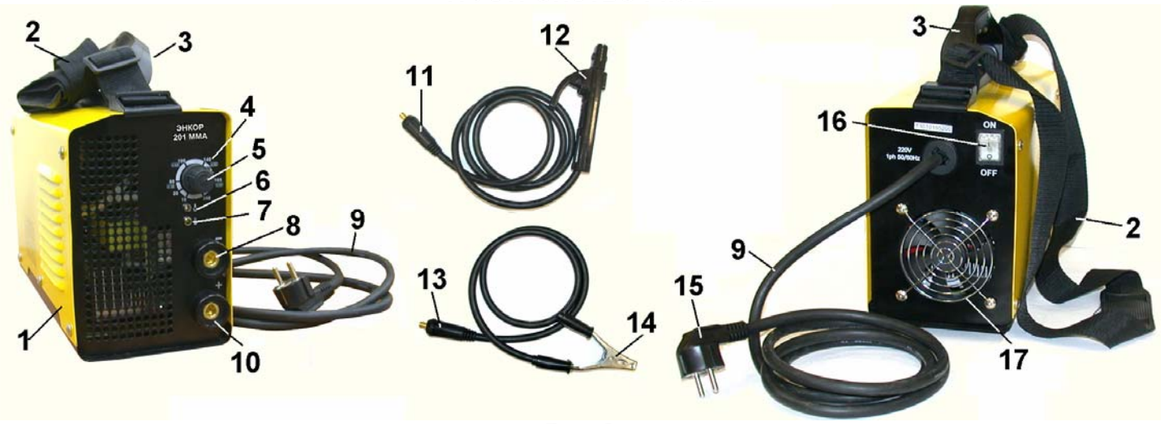

Рис. 2
7. УСТРОЙСТВО Рис. 2
8.1. Сборка, Рис. 2
Регулировка (плавная) сварочного тока производится ручкой (5) по градуировке шкалы (4), Рис.2.